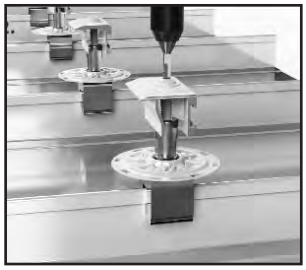

Figure 2
2. Mount the PV Disks and the EdgeGrab/StandOff Assembly to the first row of clamps: Place the PV Disk atop the clamp and thread the Male Portion of the StandOff through the disk and into the clamp. Drive the EdgeGrab/StandOff Assembly down with provided Bit Tip (Fig. 2) until the base of the StandOff seats the disk in place and breaks the thread locking seal between the StandOff and Low Profile Bolt. Leave the grab up, to allow space for a module frame. A 13mm open-end wrench can be used to further tighten the StandOff atop the disk if desired.